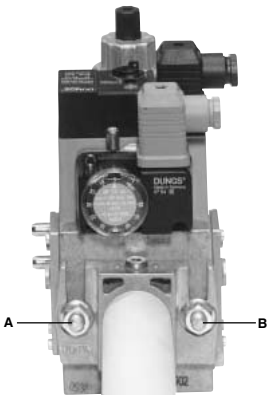
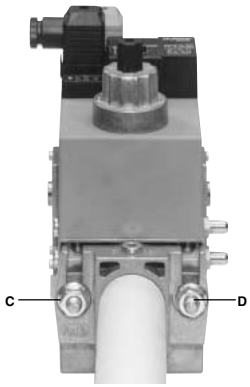

Рис. 6
Рис. 7
3. Затянуть винты A, B, C и D (Рис. 6 - Рис. 7), (Рис. 9), соблюдая дистанции монтажа (Рис. 9);